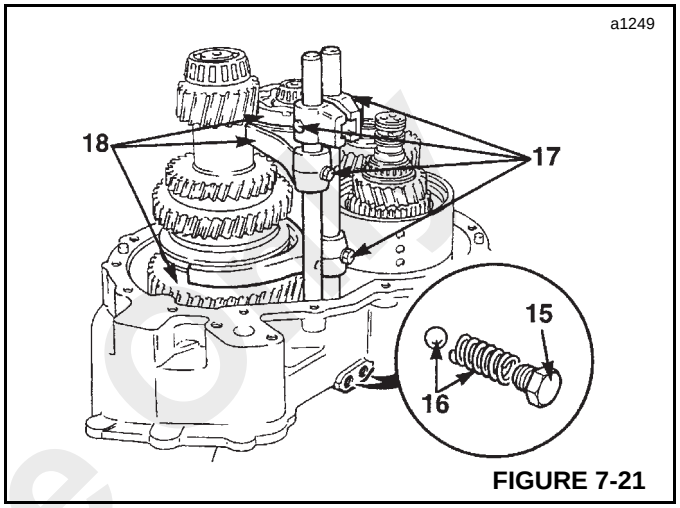

FIGURE 7-21
15. Unscrew selector detent screws (15, Figure 7-21).
16. Remove selector detent balls and springs (16).
17. Unscrew selector fork retaining screws (17) and lift out the selector rods.
18. Remove selector forks (18).